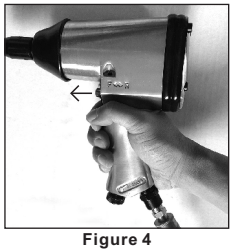

Figure 4
Push the valve stem (F) forward as indicated by "F" marking on the housing. Press the trigger (C). Then the tool anvil (B) runs clockwise. (See Figure 4)